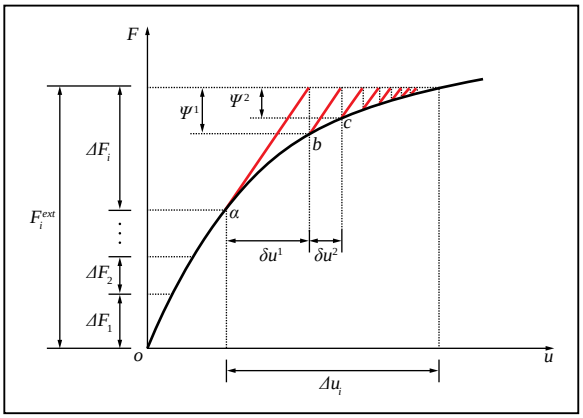

図3　修正Newton-Raphson法
この2つの弱点を克服するために、修正Newton-Raphson法や初期剛性法が提案されてきた。修正Newton-Raphson法では、図3に示すように、任意の1つの荷重増分 において、一回目の繰返し計算で用いた全体剛性マトリックスを、2回目からの繰返し計算でも使用するため、全体剛性マトリックスの逆マトリックスを一回求めればよい。収束までの繰返し計算の回数が多くなるが、全体の計算時間を短縮することができる。しかし、修正Newton-Raphson法は、塑性状態での全体マトリックスを計算しなければならないため、Newton-Raphson法の弱点②を克服することはできない。